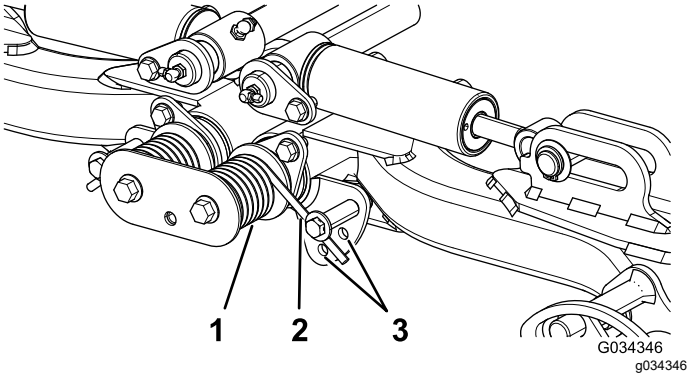

Figur 33
2. Sätt i ett rör eller liknande i den långa fjäderänden för att minska fjädrarnas spänning under justeringen (Figur 33).
3. När du minskar fjädrarnas spänning ska du ta bort skruven och låsmuttern som håller fast fjäderdonet på fästet (Figur 33).